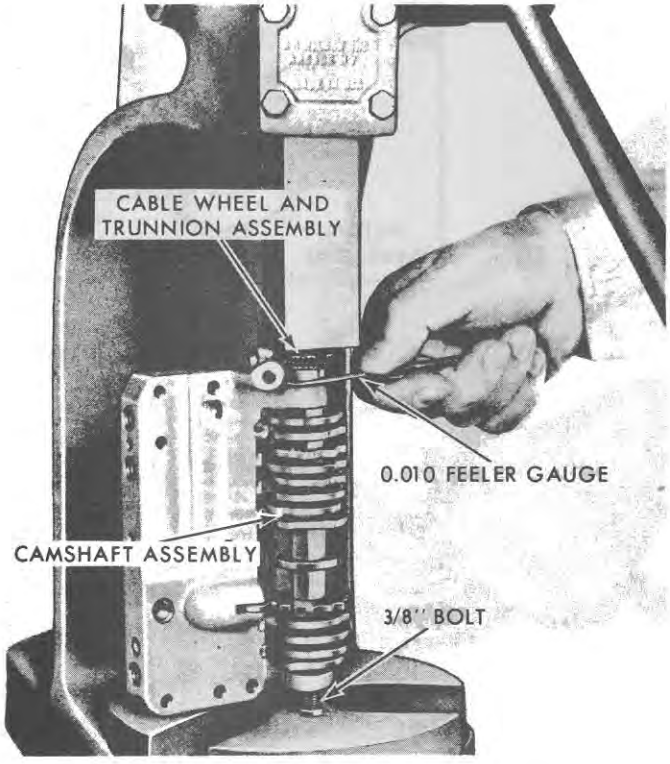

Figure 104
2. Position the camshaft assembly in the valve upper housing. Insert a ⅜" bolt into the left end of the camshaft to support the assembly while the cable wheel and trunnion assembly is being pressed into the right end, as shown in Figure 104. A clearance of 0.005-0.010 in. (0.127-0.254 mm) should be maintained between the cable wheel and valve housing, as shown. Press the trunnion into the left end of the camshaft.